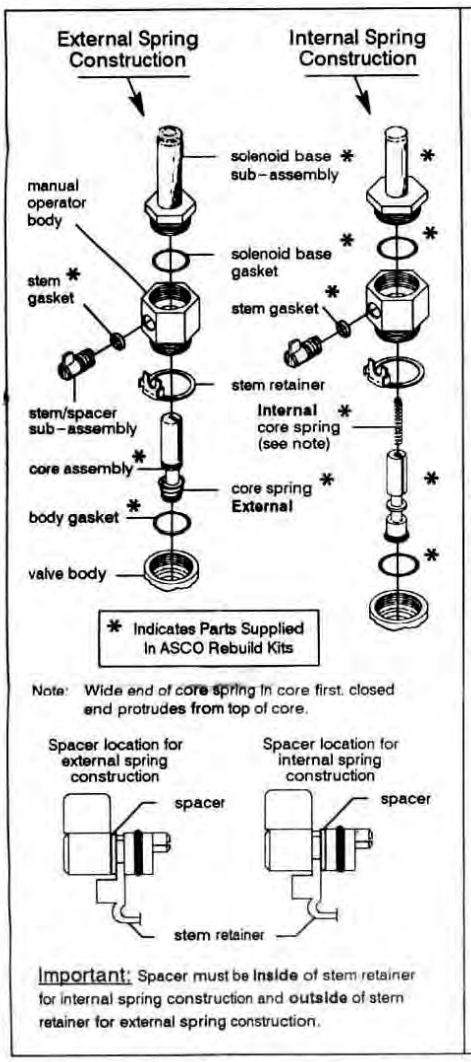

Figure 3. Stem/lever type manual operators
3. For normally open construction (Figure 3), install disc holder assembly, disc holder spring, end cap gasket and end cap or manual operator. For valves with 1/8" NPT, torque end cap or manual operator to 90 ± 10 in–lbs [10,2 ± 1,1 Nm]. For all other valves torque end cap or manual operator to 175 ± 25 in–lbs [19,8 ± 2,8 Nm].
Disassembly and Reassembly of Stem /Lever Type Manual Operator (Refer to Figure 3)